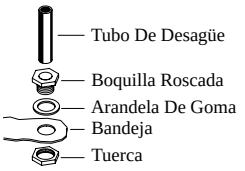

Fig. 4
- **Instale el montaje de desagüe.** Quite la tuerca y pase la boquilla por el agujero de la bandeja, colocando la arandela de goma entre la bandeja y la cabeza de la boquilla (fig. 4). Coloque la tuerca en la boquilla y atorníllela hasta que quede apretada contra la parte inferior de la bandeja. Inserte el tubo de desagüe en la boquilla para retener el agua. El tubo de desagüe se puede quitar para desaguar el agua de la bandeja cuando sea necesario. Se puede conectar una manguera de jardín a la boquilla para desaguar el agua hacia otra parte.